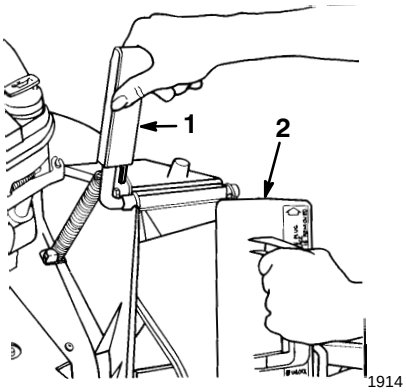

Afbeelding 5
2. Open de kokerdeur door de handgreep achterwaarts te bewegen (Afb. 5).
4. Draai de stop iets rechtsom terwijl u hem inbrengt (Afb. 5).